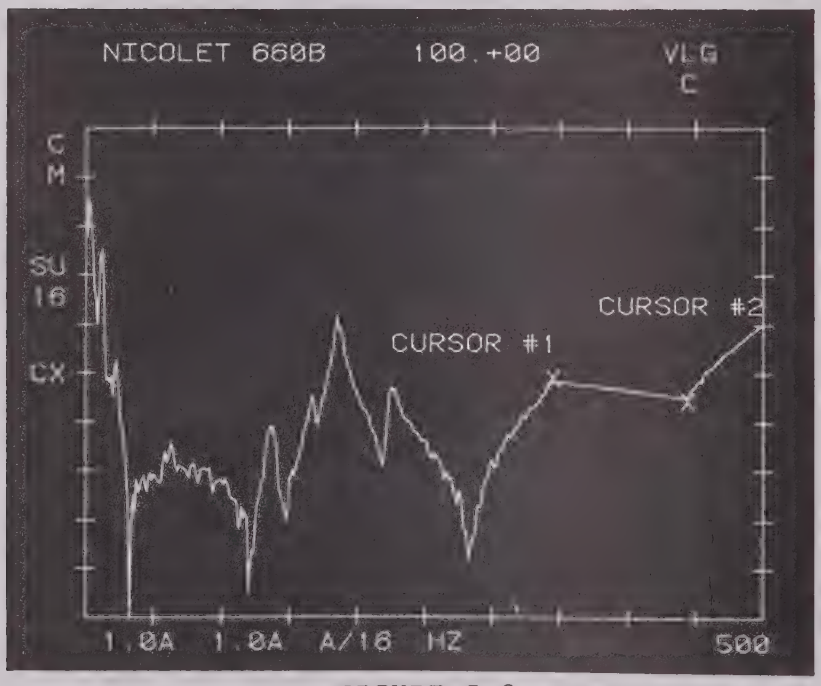

FIGURE S-8.
6. Depress: SHIFT 2 then 6 (Figure S-8)